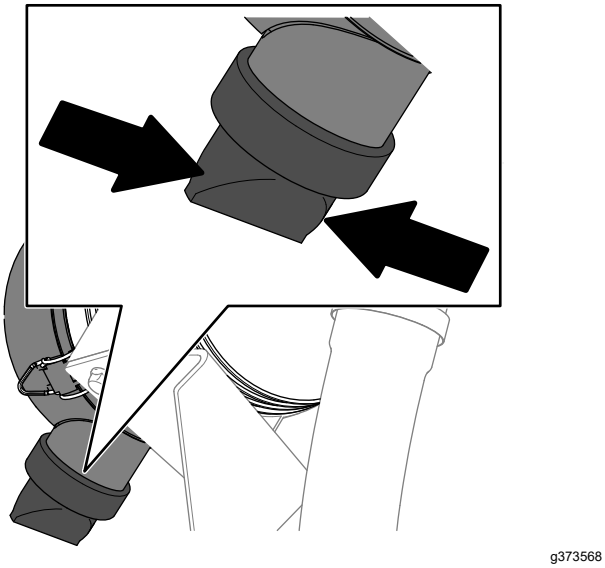

Figuur 79
5. Knijp de stofuitlaatklep in (Figuur 79).